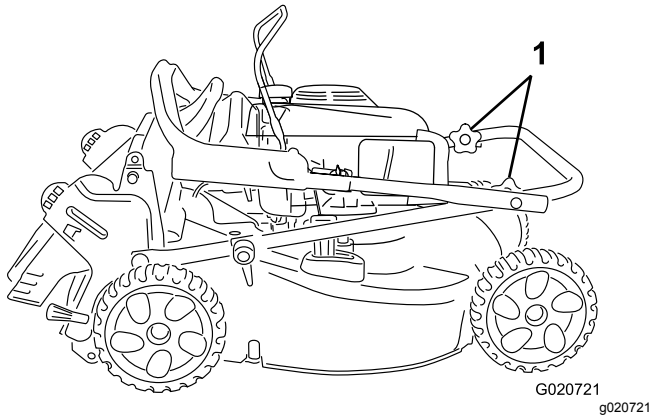

Figure 20
3. Rabattez la partie supérieure du guidon vers le moteur ; voir Figure 20.